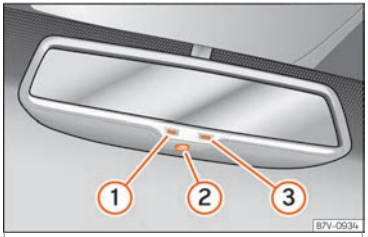

Fig. 151 Automatic anti-dazzle function for rear vision mirror
Key to Fig. 151:
① Control lamp
② Control
③ Light incidence sensor
This function can be activated and deactivated by pressing the rear-view mirror switch ››› Fig. 151 ②. When it is activated, the warning lamp lights up ①.